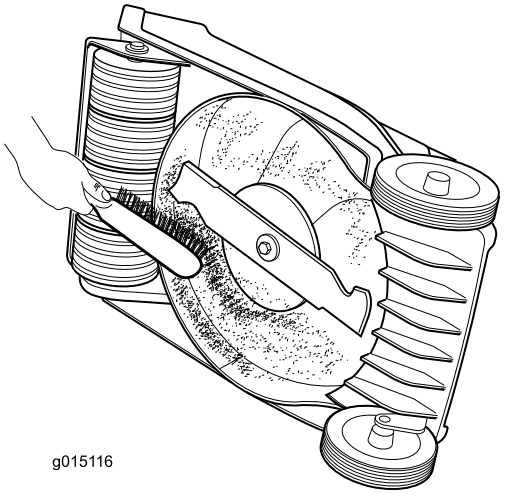

**Figur 17**
- Rengör undersidan av maskinkåpan. Ta bort smuts och gräsklipp med en skrapa eller borste i ett hårt träslag (Figur 17).